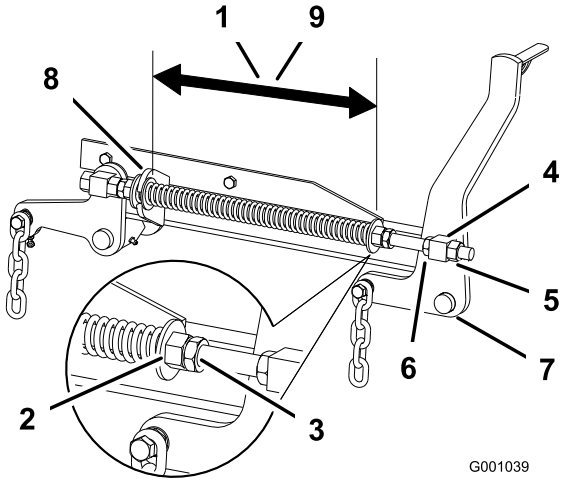

Figur 76
2. Kontroller afstanden mellem de to store skiver. Den skal være 28,2 cm til 52 tommers plæneklipperskjolde og 26,7 cm til 60 tommers plæneklipperskjolde (Figur 76).
3. Juster denne afstand ved at løsne fjederkontramøtrikken og dreje møtrikken foran hver fjeder (Figur 76). Når møtrikken drejes
4. Lås møtrikken på plads ved at spænde fjederkontramøtrikken (Figur 76).